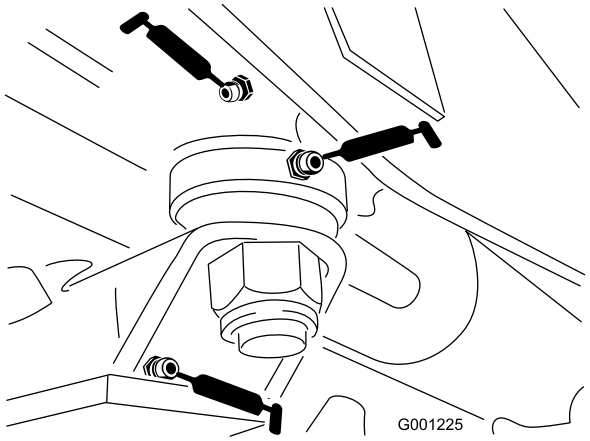

Figur 43
- Styrplattans bussningar (Figur 43)
- Axelstiftsbussning (Figur 43)